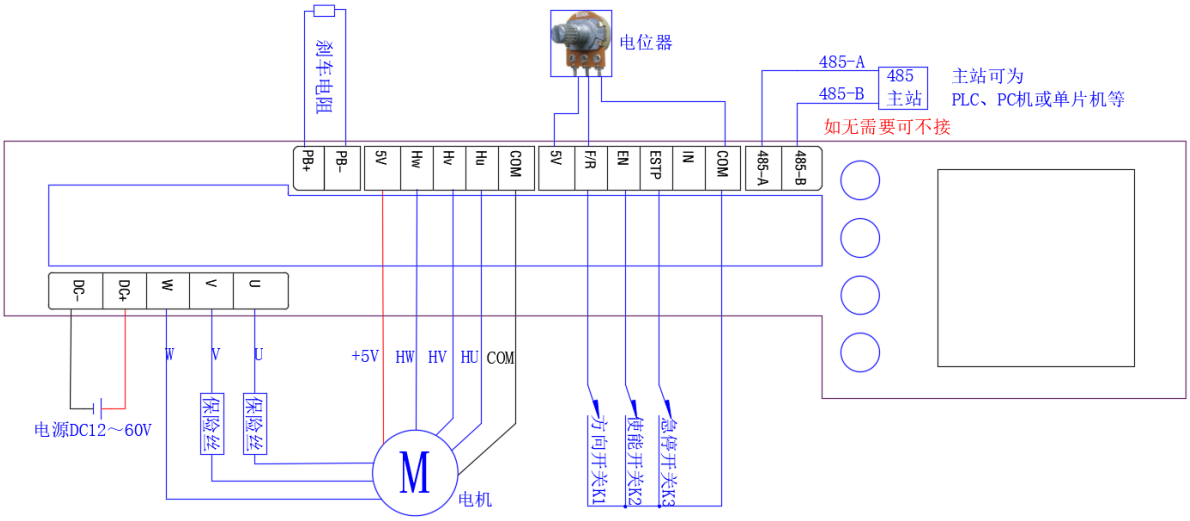
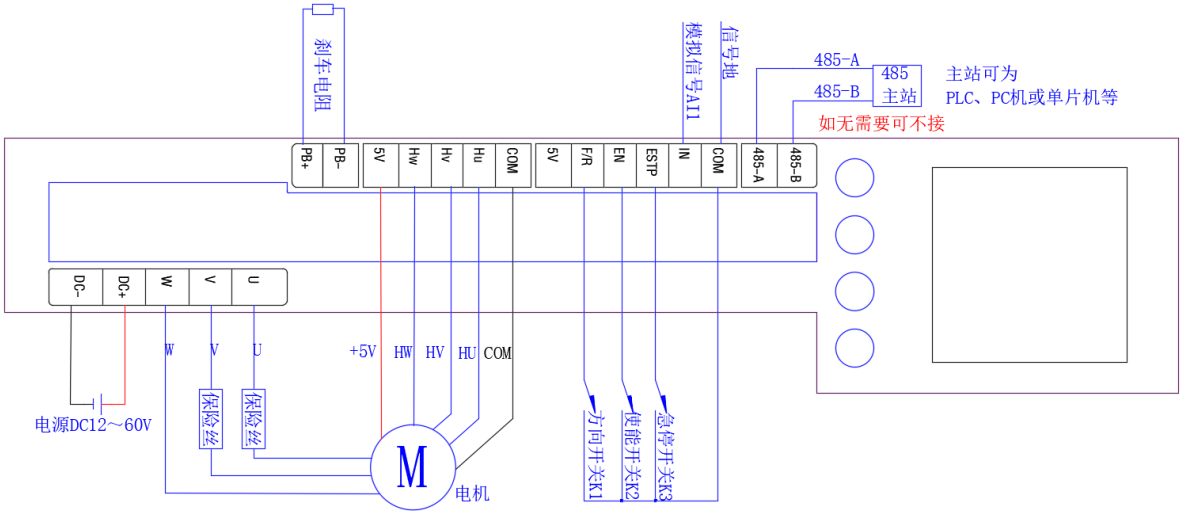

图 6.11 有感外部电位器开环控制接线图
图 6.12 有感外部模拟量开环控制接线图
断开驱动器电源，接线如图 6.11 或图 6.12 所示。
- 外部电位器：电位器 VR 两不动端接 5V 和 COM，动端接 IN，用于调速。当电位器动端由 COM 滑向 5V 过程中，电机驱动 PWM 输出由零到最高驱动 PWM。接线如图 6.11。
- 外部模拟量输入：IN 接模拟信号 AI1，用于电机调速。COM 接信号地。当 AI1 由 0 到最大值过程中，电机驱动 PWM 输出由零到最高驱动 PWM。接线如图 6.12。